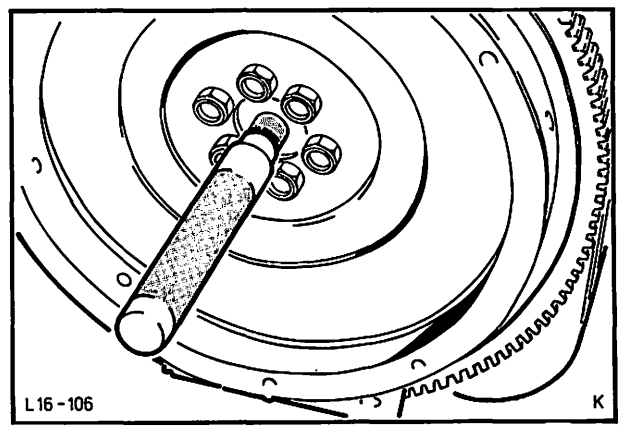

Abb. 129 Führungslager mit Spezialwerkzeug 21-067 einbauen
3. Neues Führungslager mit Spezialwerkzeug 21-067 in den Kurbelwellenflansch eintreiben, Abb. 129.